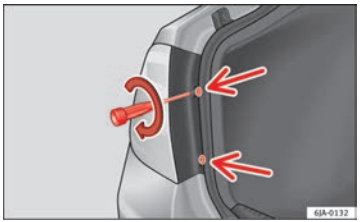

Fig. 161 Fitting tail light unit
– Take the screwdriver or a Torx 20 key (T20) from the vehicle tool kit and tighten (turning clockwise ⇒ Fig. 161) the two retaining screws that secure the front of the light. ■